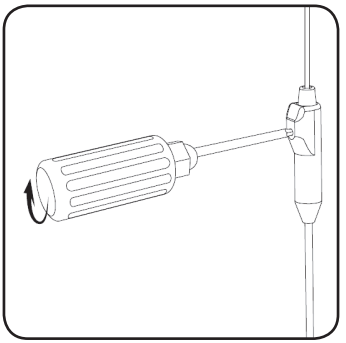

Abbildung 19. Die Elektrode durch Festziehen der Stellschraube auf die Rückhaltehülse im Uhrzeigersinn befestigen.
5. Den Drehmomentschlüssel vollständig in die Öffnung des Anschlussblocks der perkutanen Verlängerung einführen. Die Stellschraube durch Drehen des Drehmomentschlüssels im Uhrzeigersinn festziehen, bis ein Klicken vernehmbar ist (**Abbildung 19**).